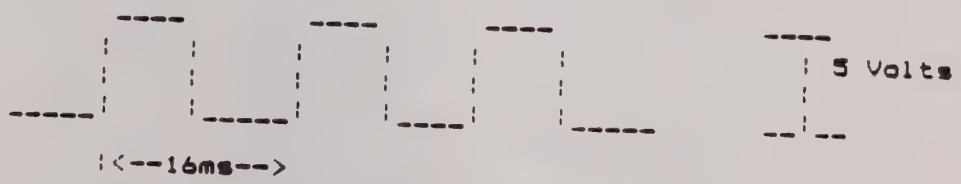

Figure 2
6. With an oscilloscope monitor E1 on the rear panel. Set the scope for 5 V/Div. 5ms/cm. Verify the signal as shown in Fig. 2.